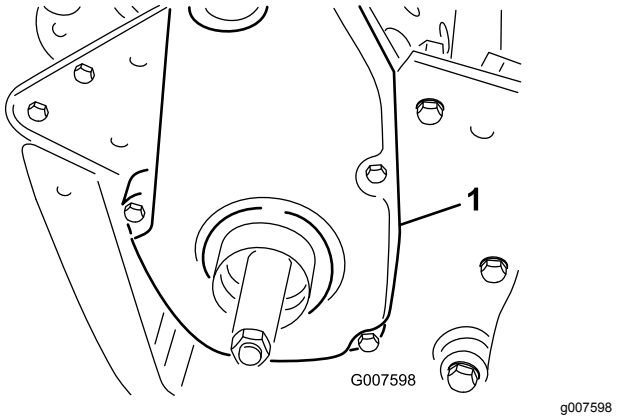

Figur 43
1. Fjern monteringsskruen på remdekslet og deretter remdekslet for å få tilgang til remmen (Figur 43).